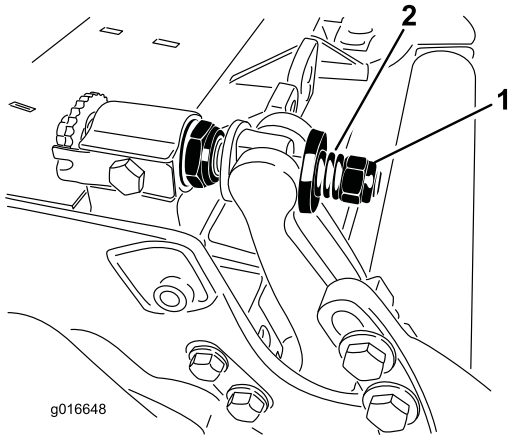

Figur 29
3. Dra åt fjäderspänningsmuttern tills fjädern pressas ihop, och vrid sedan ut den ett halvt varv (Figur 29).